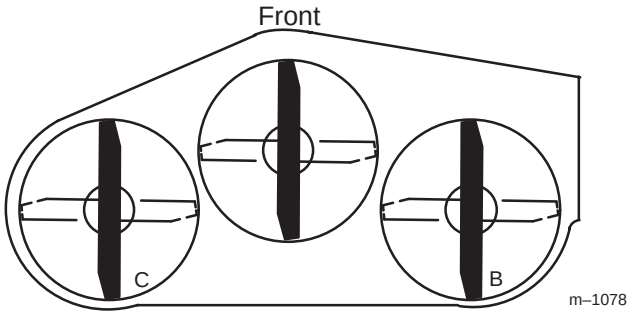

Figure 60
1. Position the **right** blade front-to-rear (Fig. 60).
2. Measure the right blade at the **B** location (Fig. 60), from a level surface to the cutting edge of the blade tips (Fig. 61).
4. Position the **left** blade front-to-rear (Fig. 60).
5. Measure the left blade at the **C** location (Fig. 60), from a level surface to the cutting edge of the blade tips (Fig. 61).